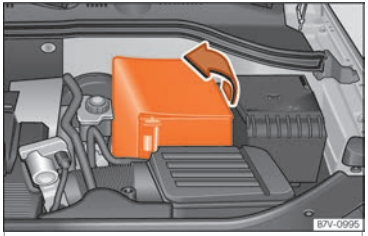

Fig. 299 In the engine compartment: remove the lid from the vehicle's battery.
- *In the case of a cover:* remove the cover by pulling it to the side ››› Fig. 299.